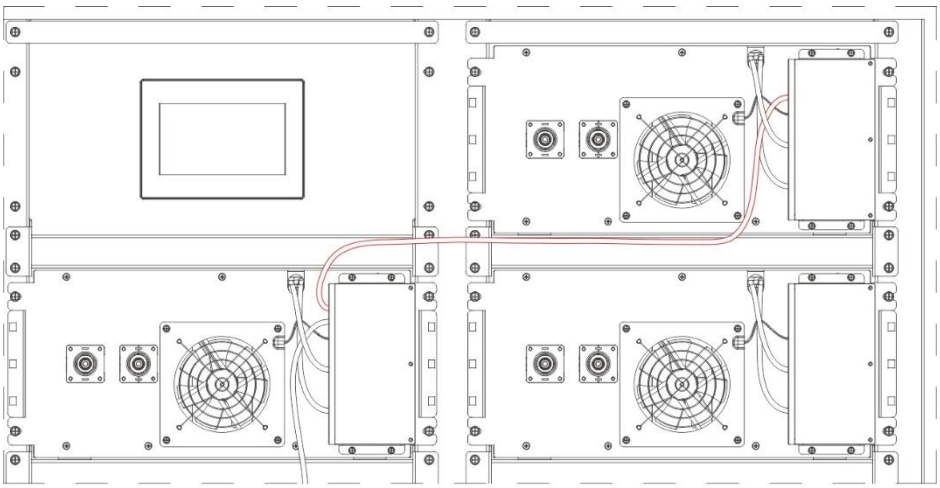

Figure 2.10
(6) Tenth and eleventh battery box BMU communication connection (Figure 2.10)